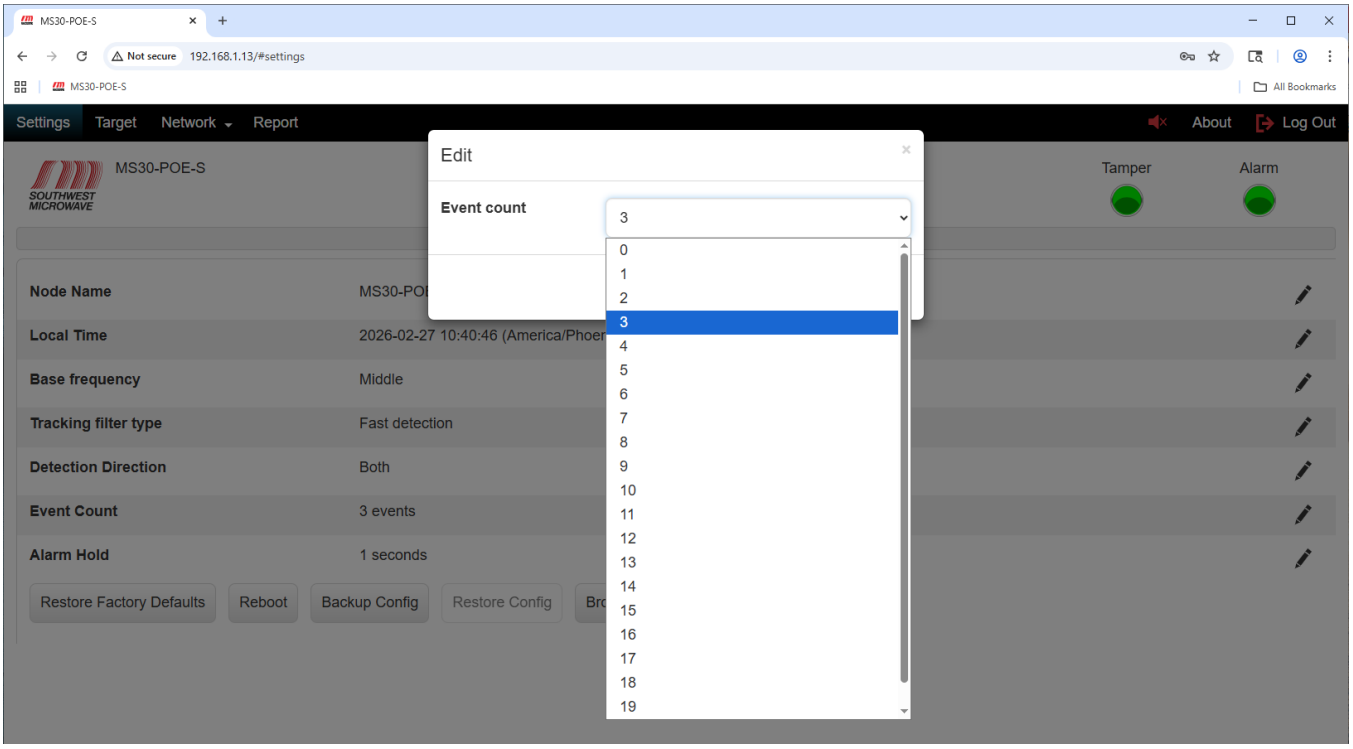

*Figure 9.7 – Event Count*
To edit the Event Count, select the pencil icon at the end of the Event Count field (far right on screen) to open the "Event Count Edit" dialog box. Select the pull-down menu to display the twenty (20) settings as shown in Figure 9.7. Select the appropriate setting per site requirements and select the "Submit" button to set it. Select the "Cancel" button to end the task.